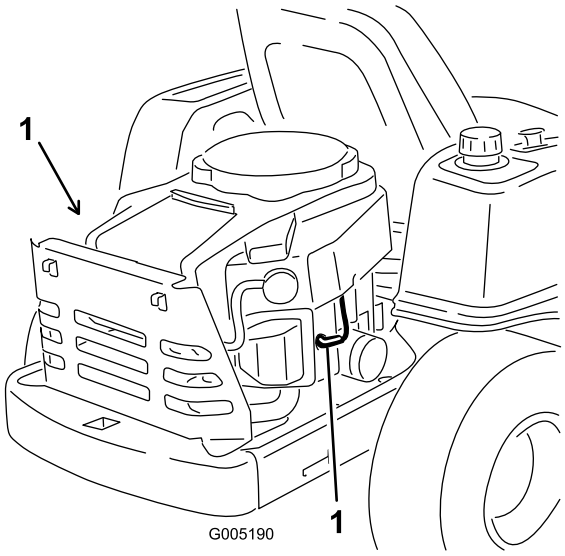

Figur 31
Trekk ut ledningen til tennpluggen(e) (Figur 31).
3. Press kabelen på tennpluggen (Figur 31).